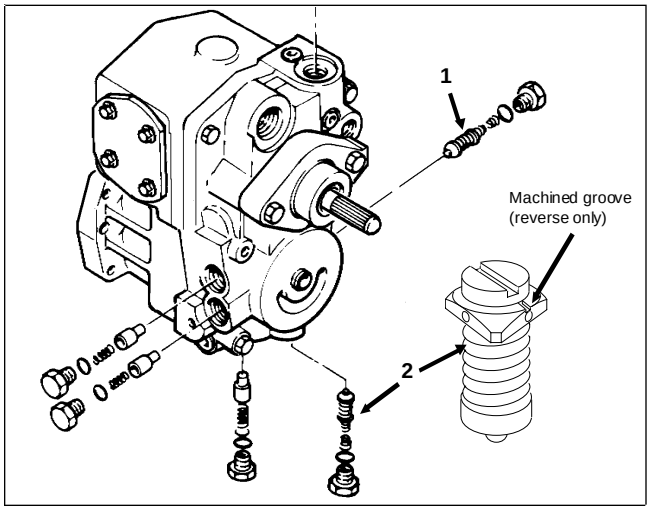

Figure 32
2. Remove the check/high pressure relief valve hex plug (Fig 32).
NOTE: The forward and reverse valves are different. The seating surface of the “reverse” check/high pressure relief valve has a machined groove in it (Fig. 32). Installing the “reverse” check/high pressure relief valve in the wrong port may cause performance problems.